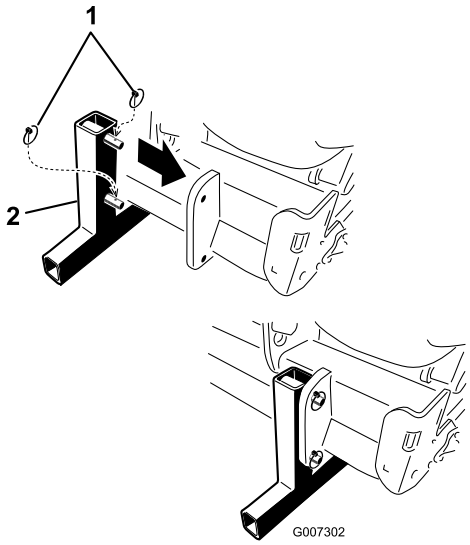

**Figur 39**
5. Montera förvaringsstöden och sätt fast luftaren med hjulsprintar (Figur 39).